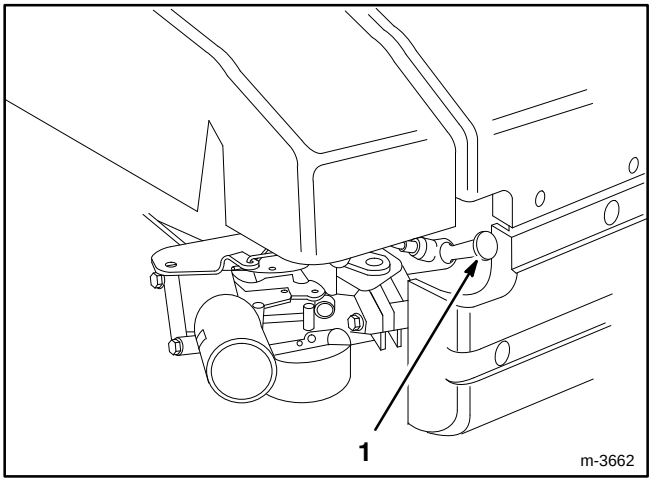

Figure 10
1. Push spark plug wire onto spark plug (Fig. 10).
1. Stop engine and pull wire off spark plug (Fig. 10). Remove key from switch on electric start model.
1. Stop engine and pull wire off spark plug (Fig. 10).